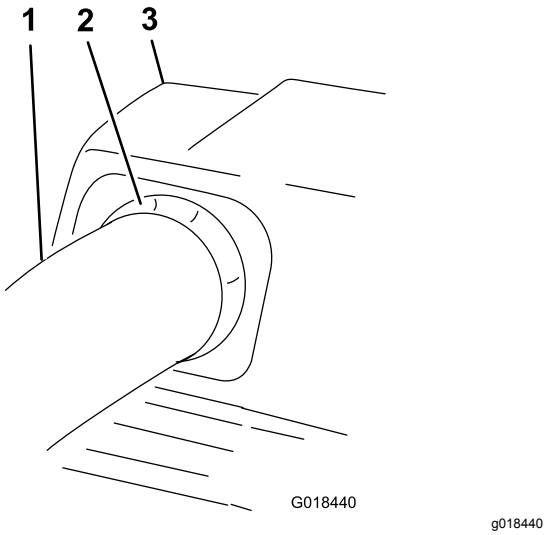

Figur 29
11. Dra ut det övre röret något så att förseglingen når över det nedre röret (Figur 29).
20. Dra ut det övre röret något så att förseglingen når över blåsarenheten (Figur 29).